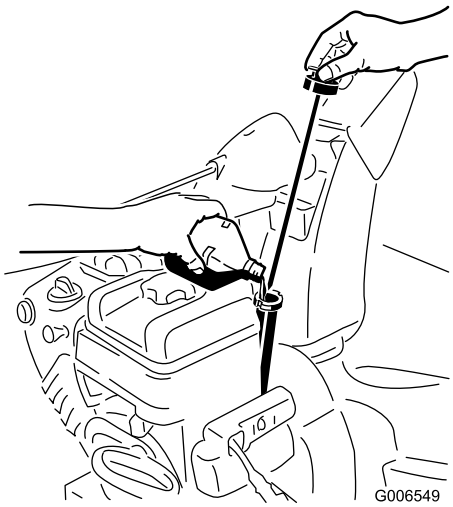

Rysunek 19
1. Wyjmij wskaźnik poziomu oleju i **powoli** wlej olej do otworu uzupełniania oleju, aby podnieść poziom oleju do oznaczenia Full na wskaźniku. **Nie przelej** (Rysunek 19). Patrz punkt Sprawdzanie poziomu oleju w silniku w sekcji Konserwacja.